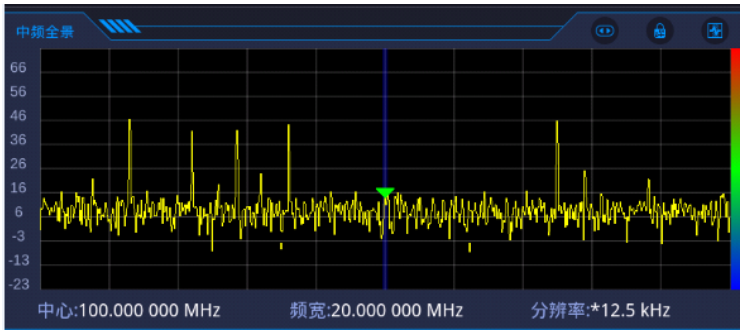

图 4.5 中频频谱图
a) 中频全景图：显示频宽内的频谱，可设置中心频率、频宽、分辨率带宽。如图 4.5 所示。